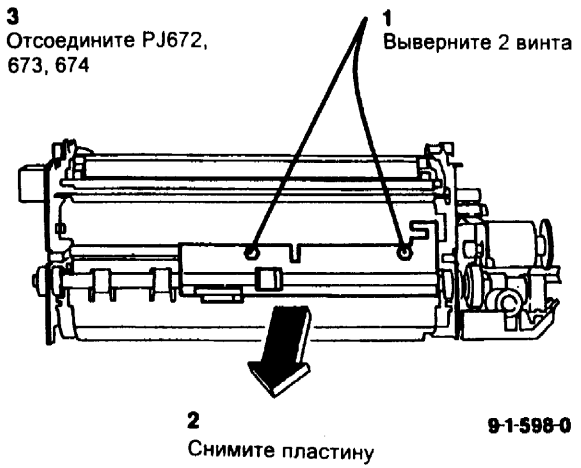

Рис. 1 Снятие узла крепления датчика
2. (Рис. 1) Снимите узел крепления датчика.